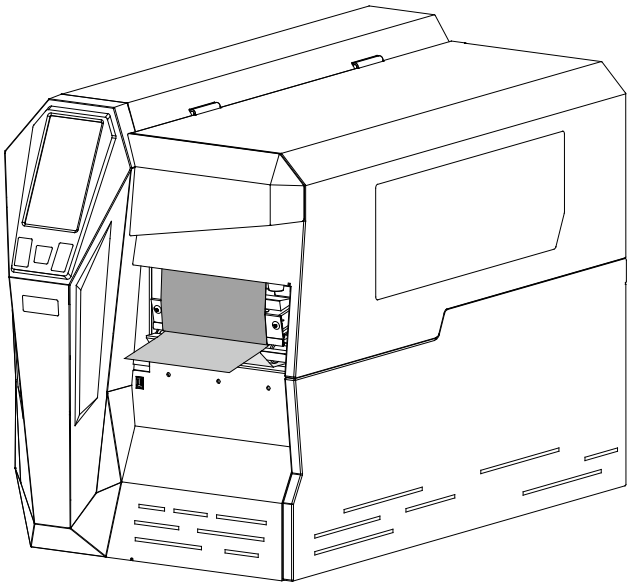

Figure 2-33 Close the Flip-up Cover
12. Close the flip-up cover. Enter the LCD touch-screen settings menu and set the printed label handling mode to Peeler Mode (please refer to 3.2.1.7 Printed label handling). As shown in Figure 2-33.
5. On the "Installation Information" screen, check the box that says "Run Driver Wizard after unpacking drivers", then click "Finish", as shown in Figure 2-33.